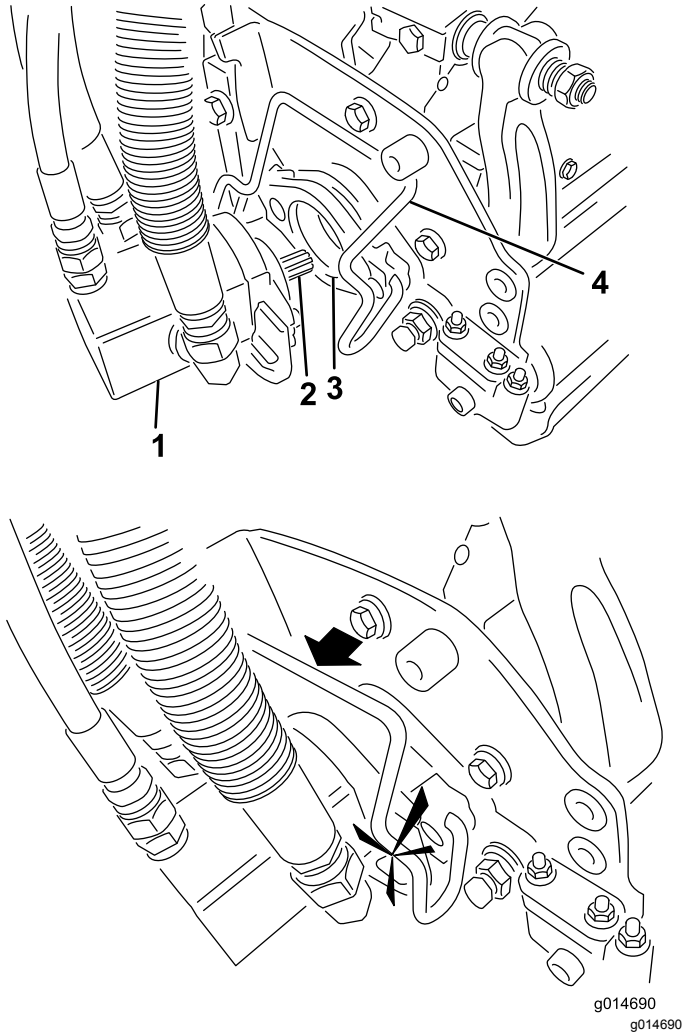

Figura 3
4. Inserite il motore nel lato sinistro dell'arieggiatore (come mostrato dalla posizione dell'operatore) e tirate la barra di fissaggio del motore sull'arieggiatore verso il motore stesso fino a udire chiaramente uno scatto da ambo i lati del motore (Figura 3).